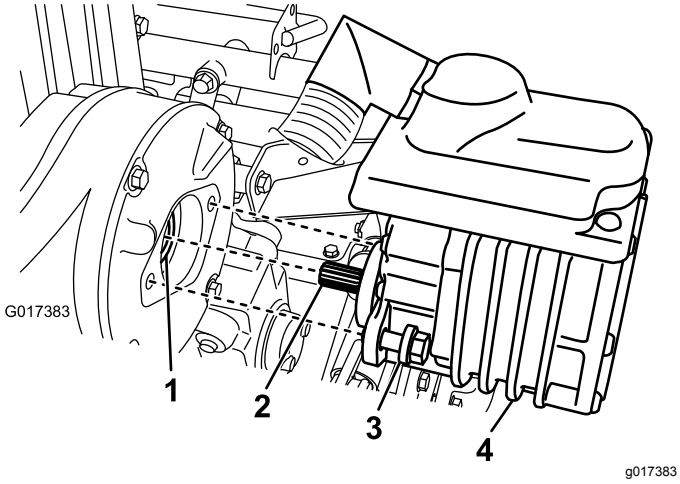

Figur 40
2. Fjern de 2 bolte, der fastgør motoren til transmissionskassen (Figur 40).
4. Tilsæt 1 til 2 pumpefulde fedt fra en fedtpistol til koblingens hunstik i transmissionskassen (Figur 40).